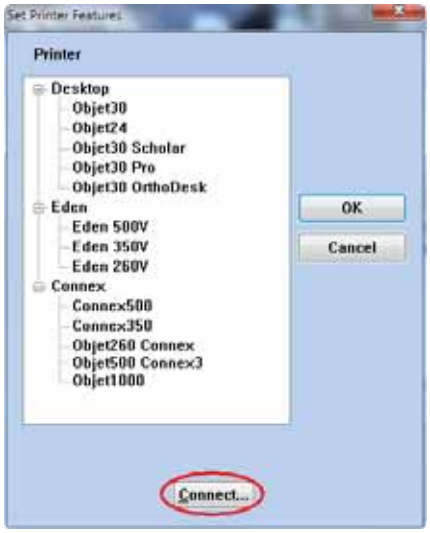

Figure 5-102: Connecting to a printer (A)
2. In the *Set Printer* dialog box, click Connect (see figure 5-102).